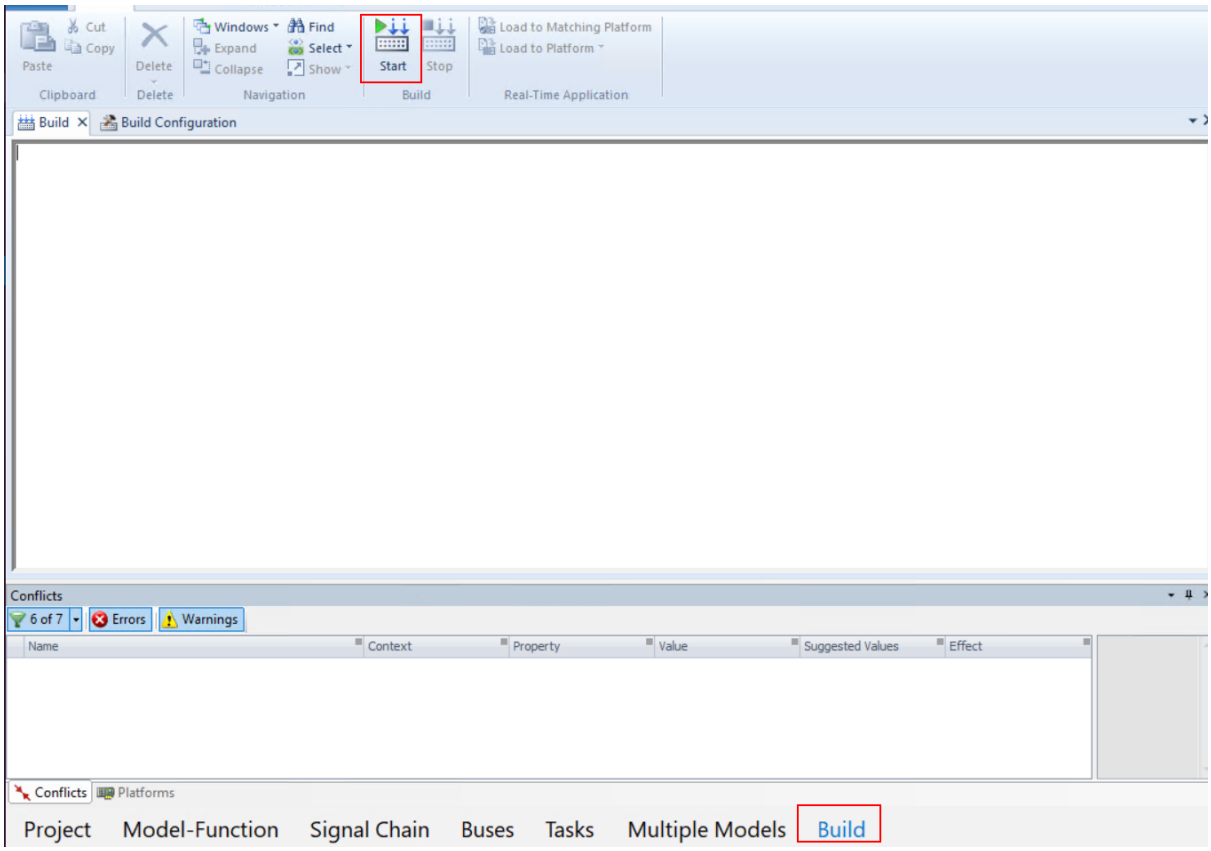

Figure 10.46: Build the project.
17) Go to the build tab and start the building process. After building is complete the application will be loaded automatically in the MicroAutoBox III (see Figure 10.46).